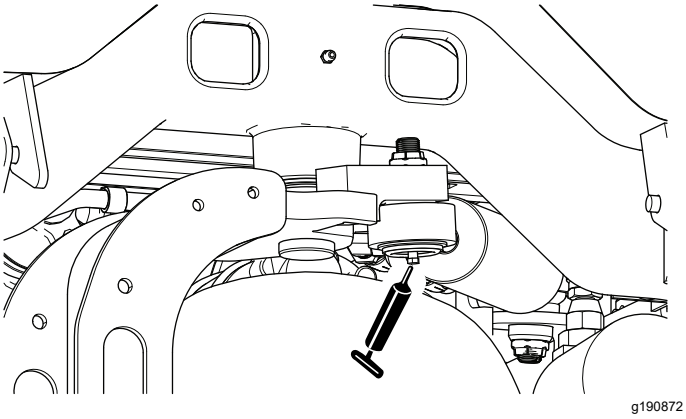

**Figur 71**
**Obs:** Ytterligare en smörjnippel kan monteras i styrcylinderns andra ände, om så önskas. Ta av däcket, montera nippeln, smörj nippeln, ta loss nippeln och fäst pluggen (Figur 71).